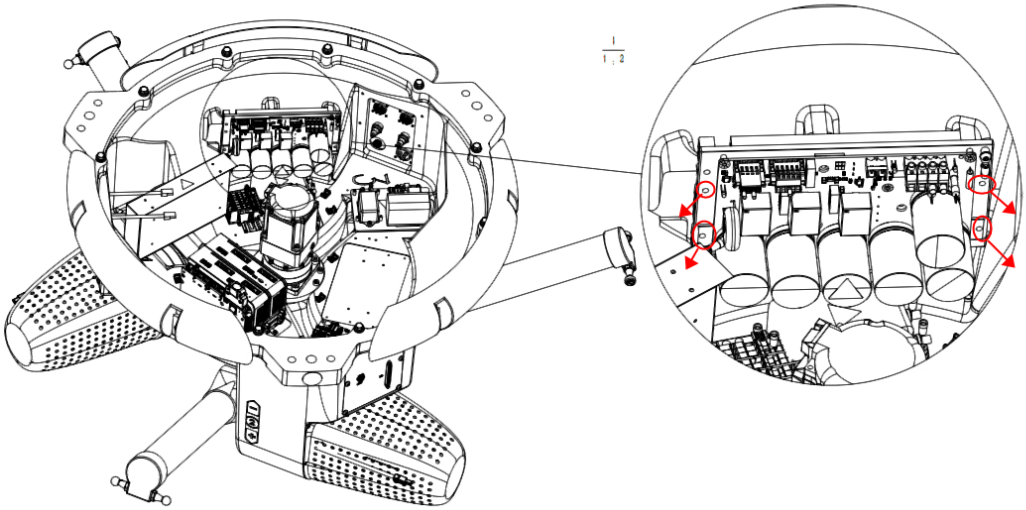

Figure 4-17 Remove the fixing screws on the QBUS-3kW module
Step 3 Use a No. 3 Allen key to loosen and remove the four fixing screws on the QBUS-3kW module, as shown in Figure 4-17.